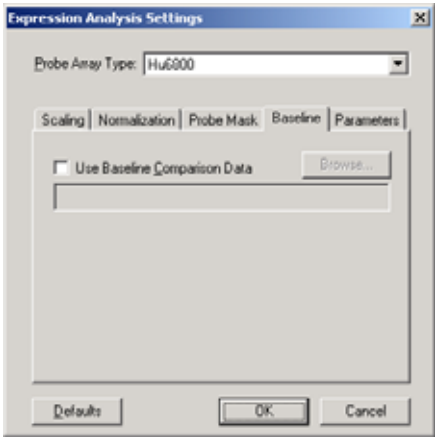

Figure 10.4
The Statistical Expression algorithm relies on the expression analysis settings to derive biologically meaningful results from the hybridization intensity data. The Expression Analysis Settings dialog box **(Figure 10.4)** displays the:
1. To open the Expression Analysis Settings dialog box **(Figure 10.4)**, click **Expression** in the Settings shortcut bar.
1. Open the Expression Analysis Settings dialog box **(Figure 10.4)**, and: